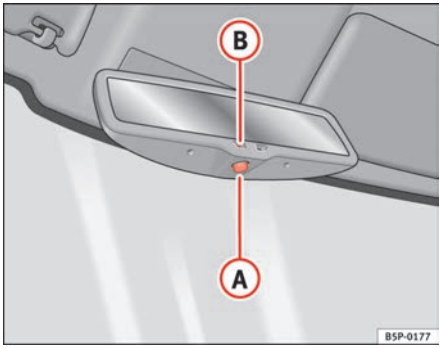

Fig. 63 Automatic anti-dazzle interior mirror.
– Press button (A) ⇒ fig. 63. Warning lamp (B) goes out: ▶
– Press button (A) ⇒ page 97, fig. 63. Warning lamp is lit.